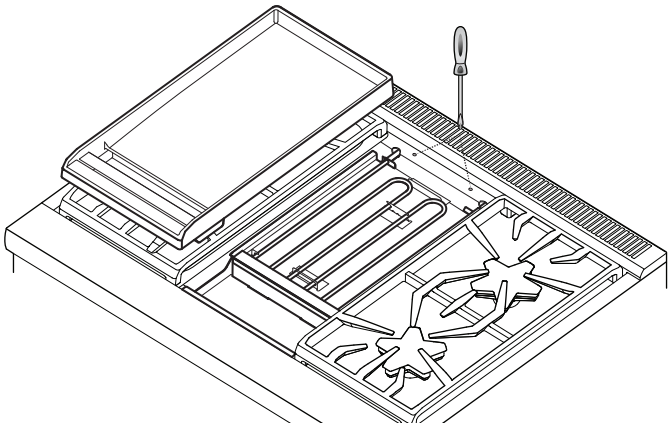

Figure 23 : Vis de nivelage de la plaque chauffante
3. Déplacer de la plaque chauffante sur le côté (*Figure 23*).